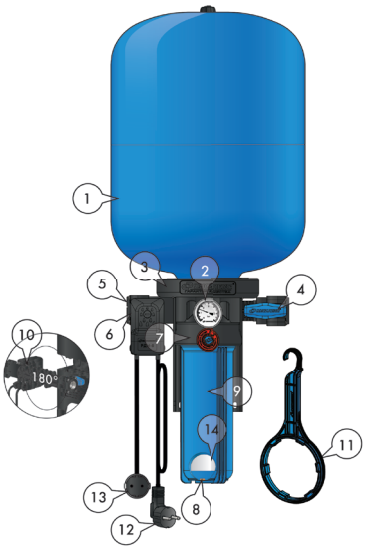

Рисунок 2
КРАБ-Т (рисунок 2) состоит из корпуса (3) с местом для крепления гидроаккумулятора (1) и колбы (9) размером SLIM LINE 10″. На корпусе установлен манометр (2), реле давления РДМ-5 (6), календарь (7) для отслеживания даты замены фильтрующего элемента и съемный коллектор (10), который позволяет подключить входную магистраль с удобной стороны. Коллектор оснащен входным резьбовым патрубком 1″ со встроенным обратным клапаном (5) и выходным резьбовым патрубком 1″ с шаровым краном (4). Колба фильтра (9) устанавливается снизу на корпус. Она оснащена резьбовой заглушкой (8) для слива воды при замене фильтрующего элемента. Для монтажа/демонтажа колбы в комплект поставки входит ключ (11). К реле давления присоединены электрокабель с вилкой (12) для подключения к электросети и электрокабель с розеткой (13) для подключения насоса.